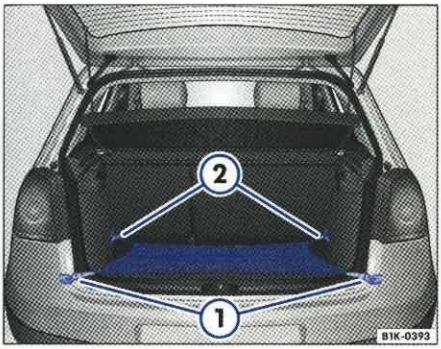

Rys. 93 Płaskie zawieszenie siatki w bagażniku
– Haczyki siatki do bagażu zawiesić na zaczepach do wiązania ⇒ rys. 93 ①. Zamek błyskawiczny siatki w bagażniku musi być przy tym zwrócony w górę.
– Zawiesić haczyki na zaczepach do wiązania ②.